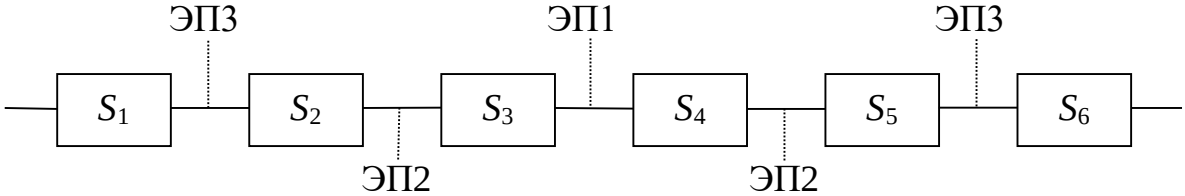

Рис. 1. Схема программы упрощенной системы рельсовой цепи
2. Разработана гибко-последовательная программа поиска места отказа «половинного разбиения» в виде диагностического графа, представленного на рис. 1.